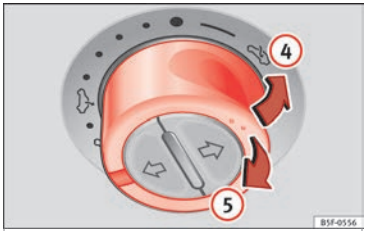

Fig. 14 On the interior roof lining: press the button and pull on it to raise and lower the sunroof.
- To tilt open: Push the switch to position ››› **Fig. 14** 4. For an intermediate position, hold down the switch until you reach the desired position.
- Lowering: Pull the switch to position ››› **Fig. 14** 5. For an intermediate position, hold down the switch until you reach the desired position.